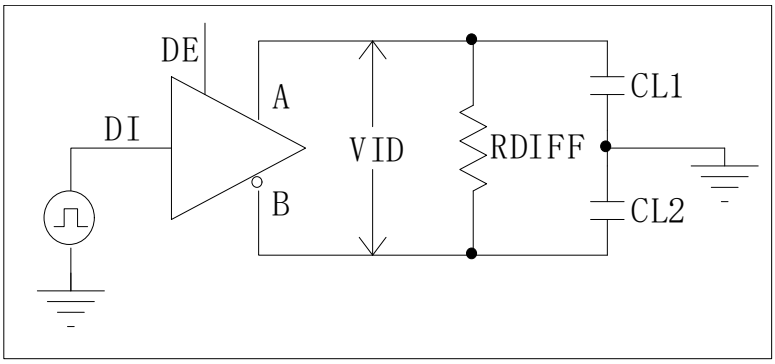

Figure 2 Driver timing test circuit
(2) The test circuit is shown in Figure 2